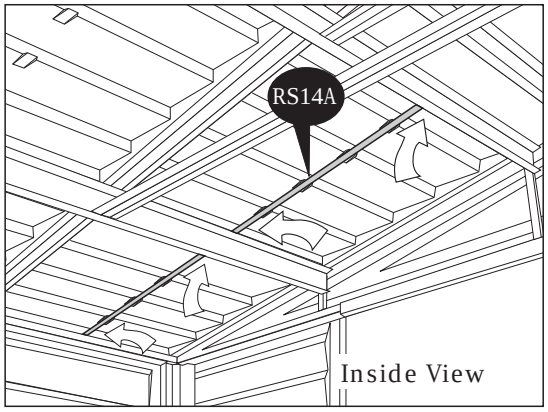

Fig. 2
6. Insert the sagging support (RS14A) from inside the shed by sliding in between roof structure (RS5) and roof panel until it touches the other roof structure (RS5). See fig.2.